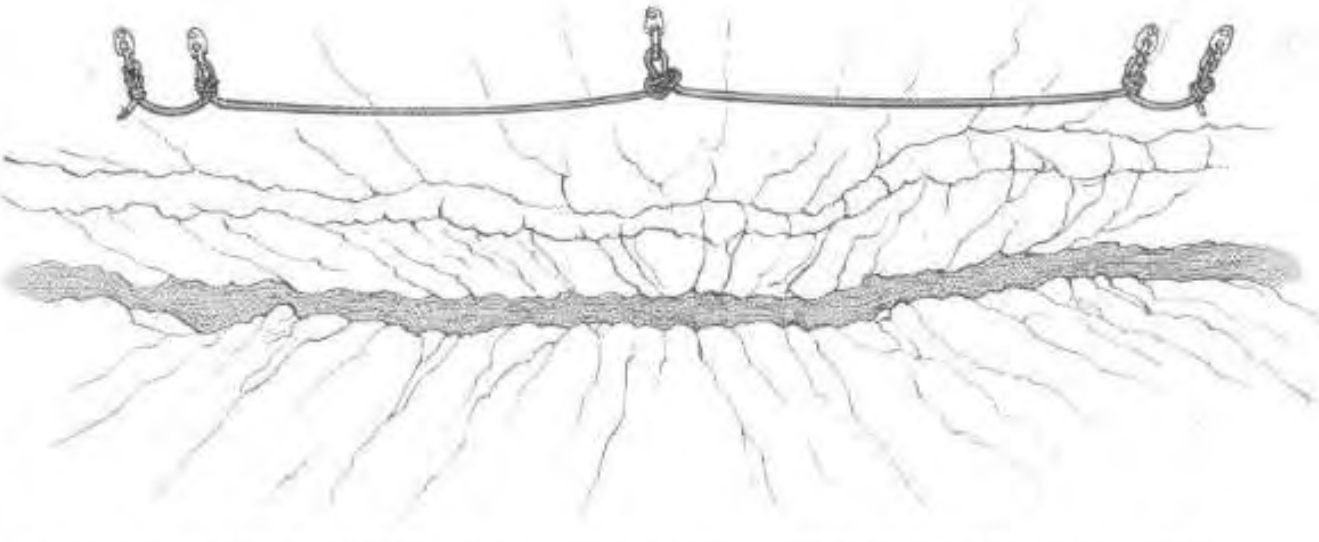
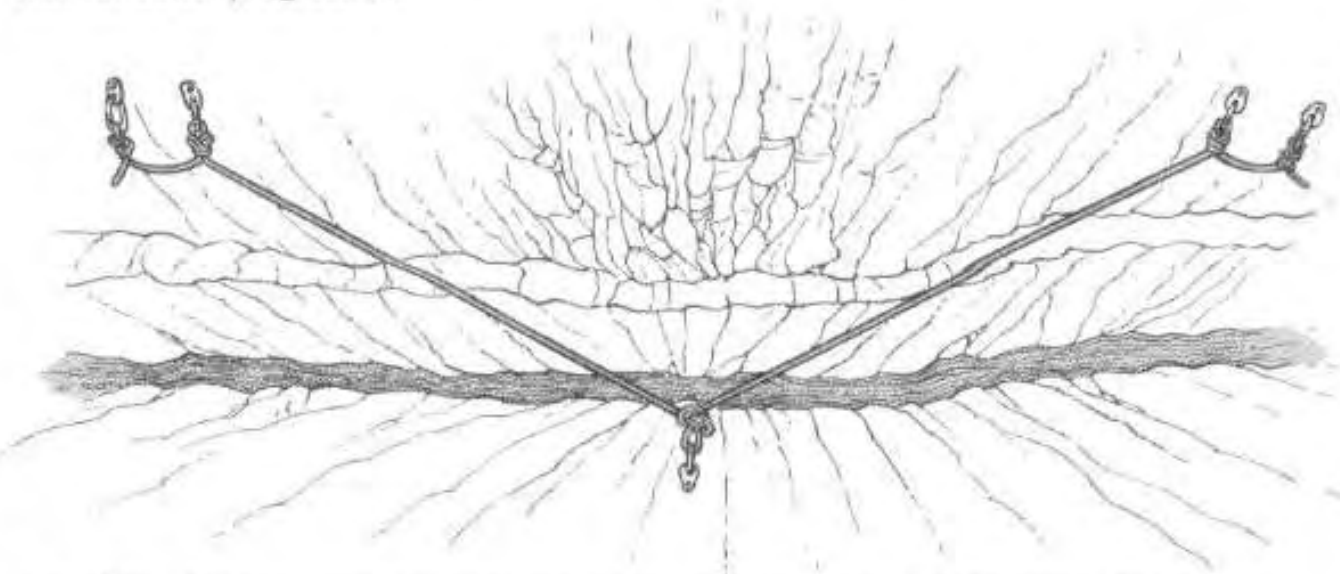

Fig. 258 – Classic rigging for a canyon traverse: the rope remains on the same wall for easier progression.
Fig. 259 – Another scenario: where the rock is fractured or disintegrated, the anchor is moved to the opposite wall and placed higher to allow easier passage.
- Keep the line on the same wall. This helps you avoid more difficult opposition maneuvers to get past (fig. 258). If this is unavoidable, rig high to allow passage underneath the line (fig. 259): having to step over it often requires an unstable balancing act that could end with someone hanging upside down!